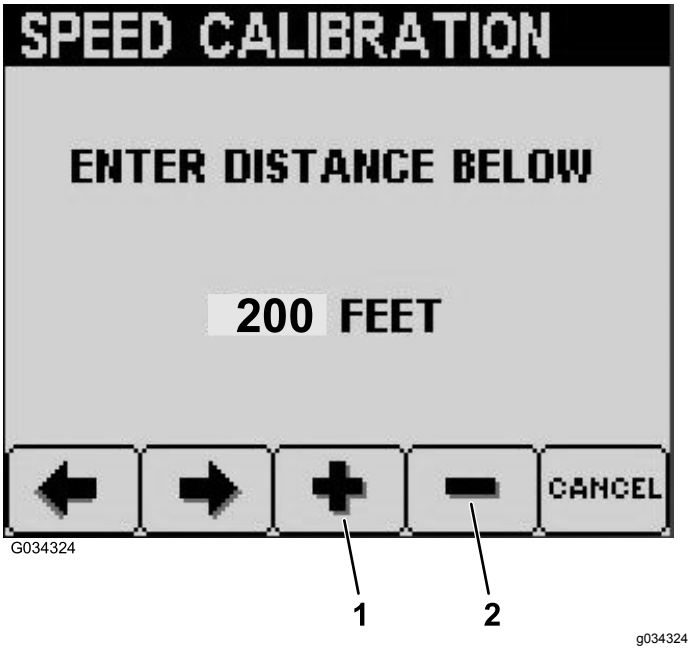

**Рисунок 40**
7. Нажимайте кнопку 3, чтобы увеличить нужное расстояние, или кнопку 4, чтобы уменьшить его (Рисунок 40).